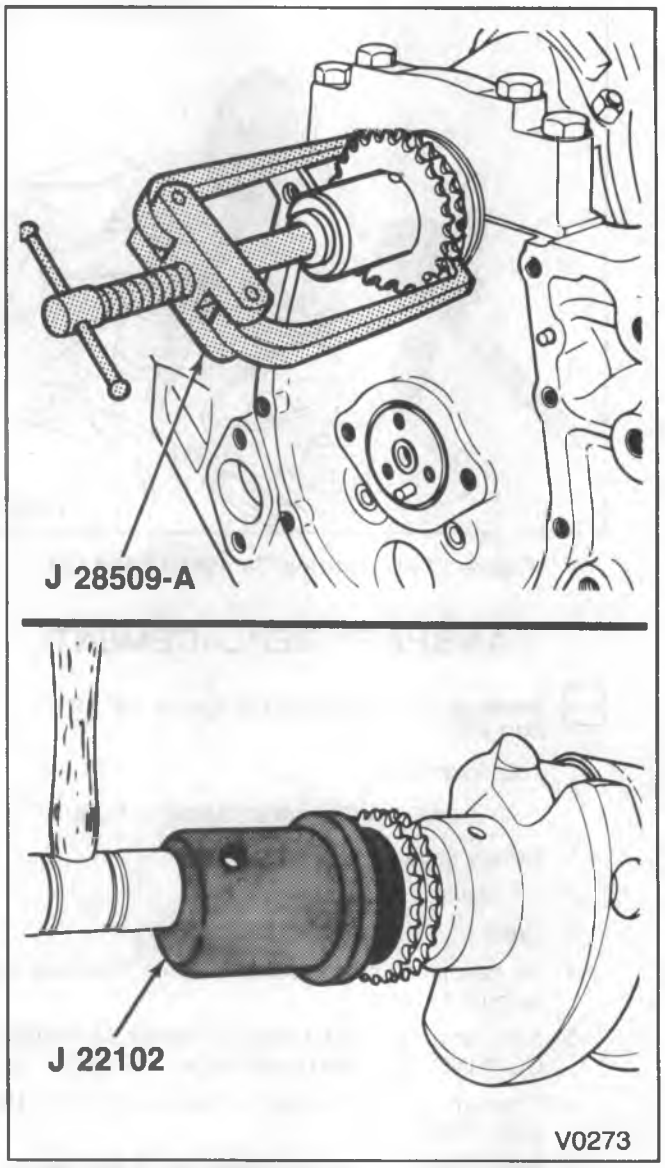

Figure 19—Replacing the Crankshaft Sprocket
12. Crankshaft sprocket (if required). Use J 28509-A (figure 19).
3. Crankshaft sprocket (if removed). Use J 22102 (figure 19). Make sure the timing mark faces outside.